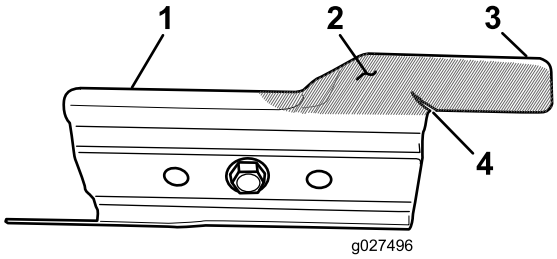

Figuur 27
Controleer het gaspedaal zorgvuldig op overmatige slijtage (Figuur 27). Omdat het metaal kan wegslijten door zand en schurend materiaal (vooral in de zone getoond als item 2 in Figuur 27), dient u het gaspedaal te controleren voordat u de machine gebruikt. Indien u vaststelt dat een lip op het gaspedaal is afgesleten tot een scherpe rand of als er een scheur is, dient u het gaspedaal te vervangen; zie Het maaimes verwijderen (bladz. 23).